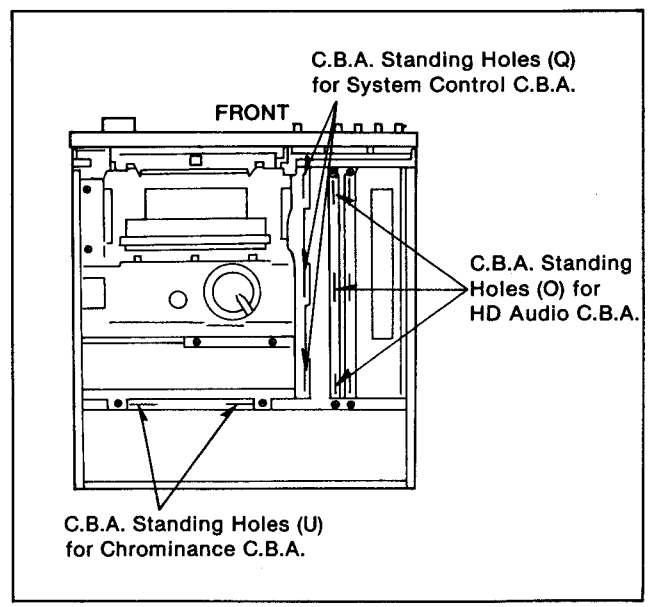
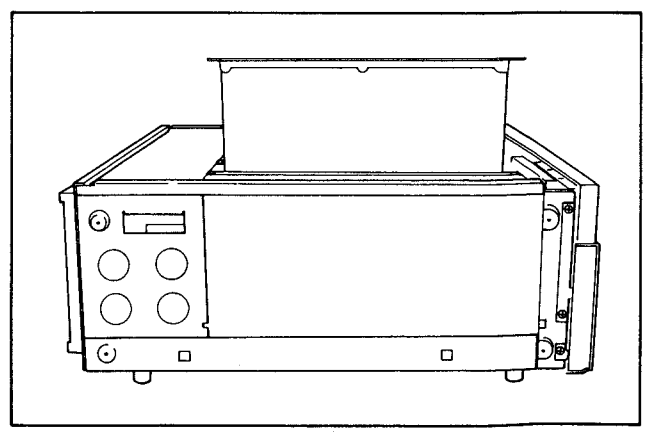

Figure D21
Figure D22
3. Stand the C.B.A. using the C.B.A. standing holes (O) as shown in Figure D21 and Figure D22.
3. Stand the C.B.A. using the C.B.A. standing holes (Q) as shown in Figure D21 and Figure D22.
To prevent the C.B.A. damage or shock hazard, please pay attention when the C.B.A. in standed as shown in Figure D22.